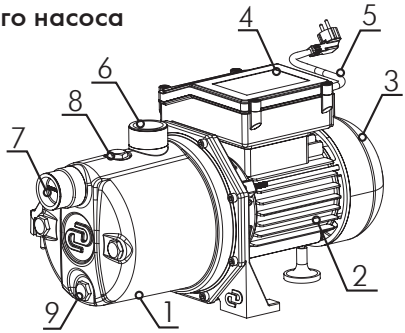

Рисунок 4
4.3. Основные составляющие поверхностного насоса «ДЖАМБО» (Н) (рисунок 4)